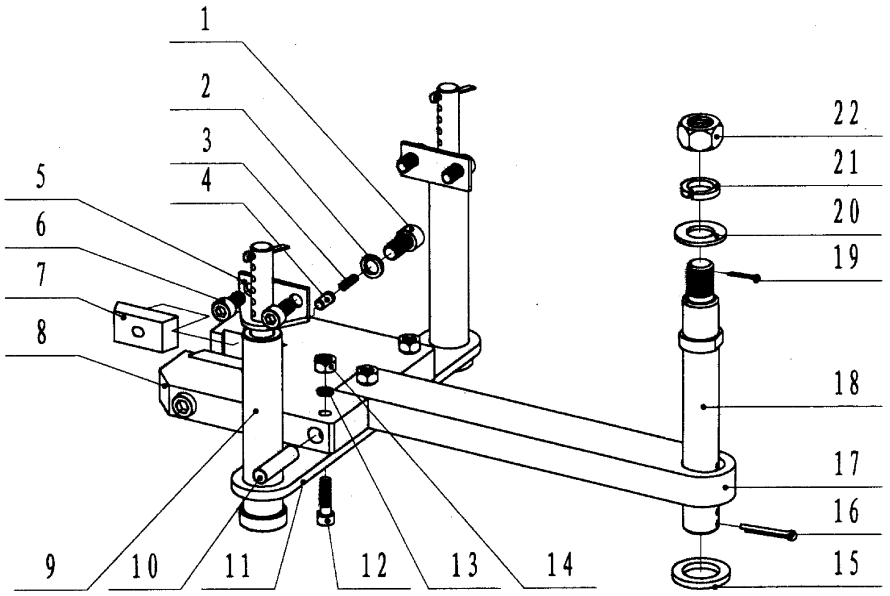

Fig. 10
9.3 Backup tong and parts list（Fig. 10,Table 10）